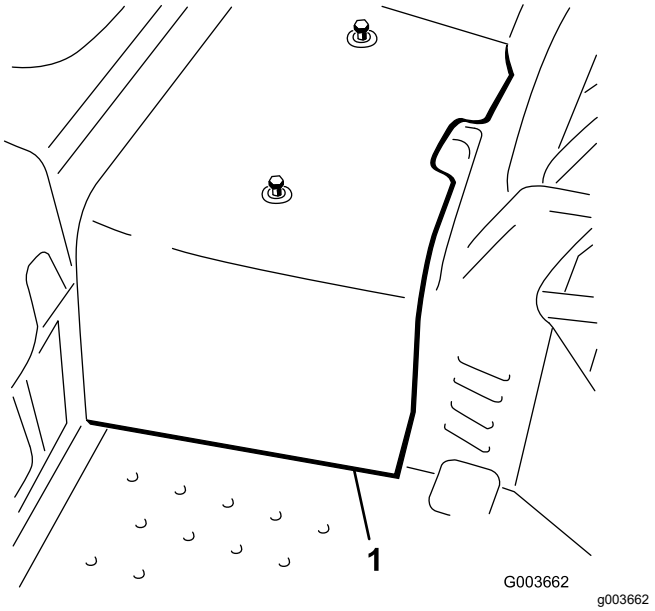

Figura 3
8. Desconecte y retire la cubierta central del bastidor (Figura 3).